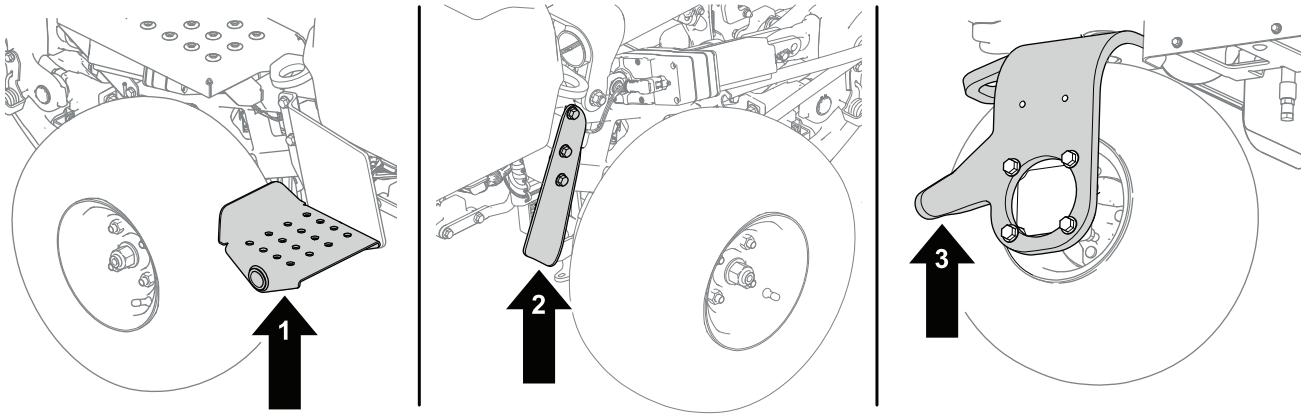

Figur 43
1. Placera en domkraft vid önskad domkraftspunkt (Figur 43):